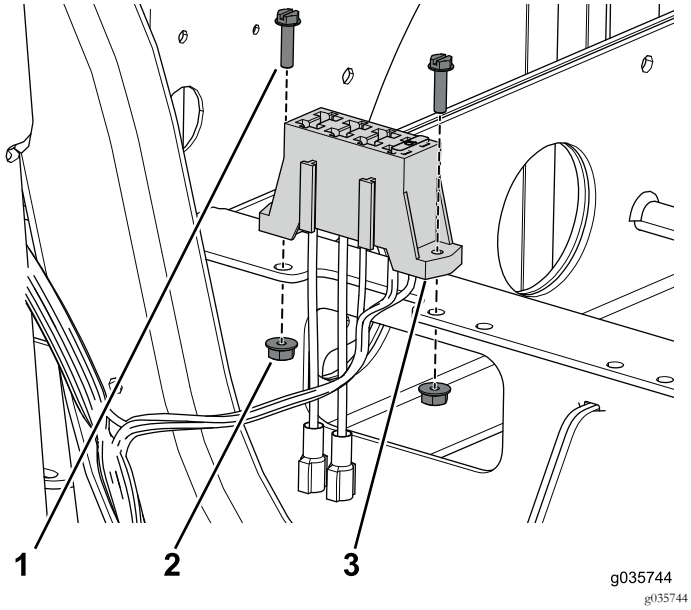

Figur 83
3. Bruk de to skruene og mutrene som fester sikringsblokken til den fremre batteriholderen (Figur 83).